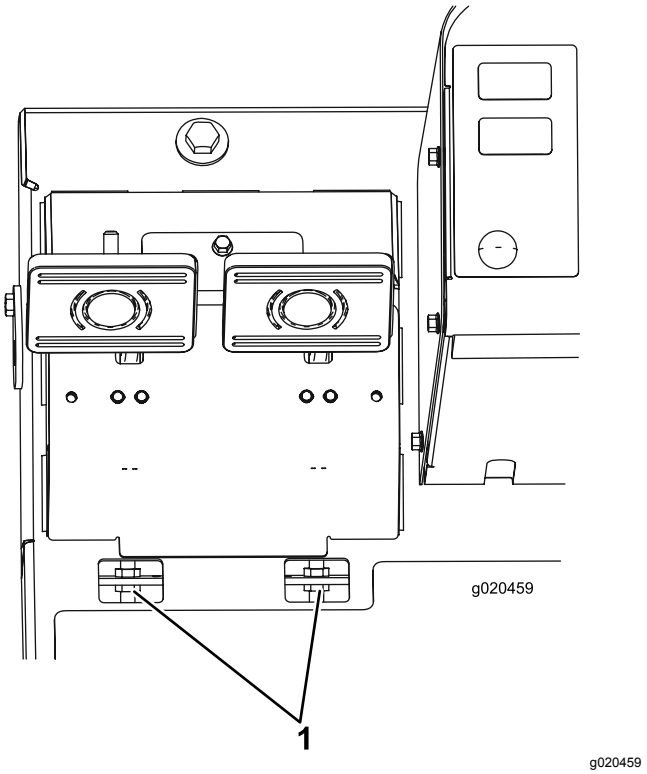

Figuur 95
B. Draai de voorste moer op het draadeinde van de remkabel los (Figuur 95).